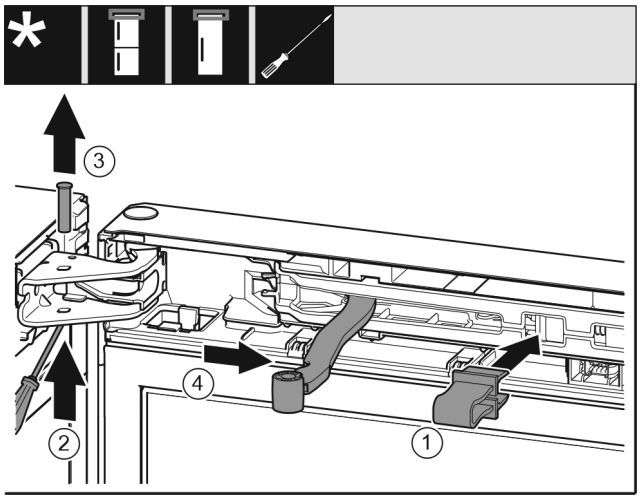

Fig. 10
▶ Beveiliging *Fig. 10 (1)* in opening vastklikken.
▶ Bouten *Fig. 10 (2)* eruit schuiven.
▶ Bouten *Fig. 10 (3)* naar boven toe wegnemen.
▶ Scharnier *Fig. 10 (4)* in de richting van de deur draaien.